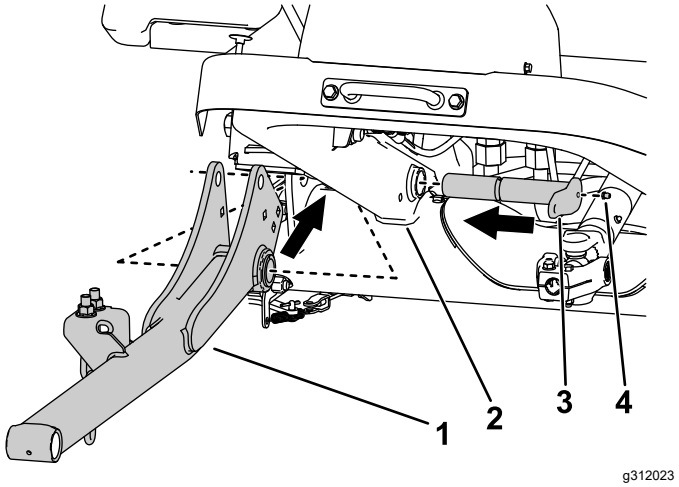

**Bild 5**
2. Verwenden Sie beide große Stifte, um die Hubarme am Maschinenrahmen zu befestigen (Bild 5).
3. Installieren Sie die Schmiernippel an den großen Stiften (Bild 5).